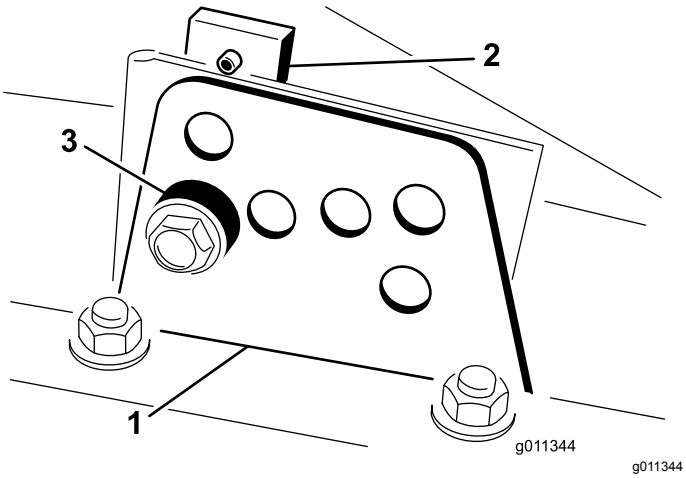

Figur 24
2. Løsn bolten, som fastgør hvert klippehøjdebeslag på klippehøjdepladen (front og hver side), som vist i Figur 24.
4. Fjern afstandsklodsen, mens du understøtter kammeret (Figur 24).